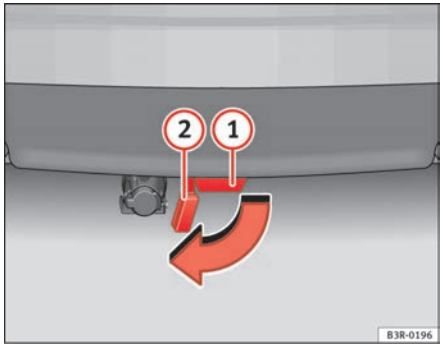

Fig. 157 Rear bumper: Open the cover piece
– Remove the cover piece (2) ⇒ fig. 157 on the mounting fixture (1) below the bumper as far as it will go. The cover piece is held automatically in the open position.